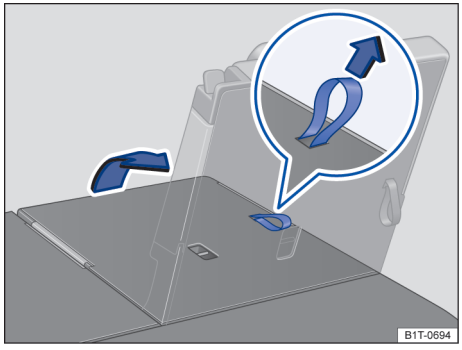

图 87 第三排座椅。翻回后座椅
– 拉起后座椅靠背→ 图 87 上的锁止拉环，即可翻回后座椅靠背。**或：**用手从车内翻回后座椅靠背。